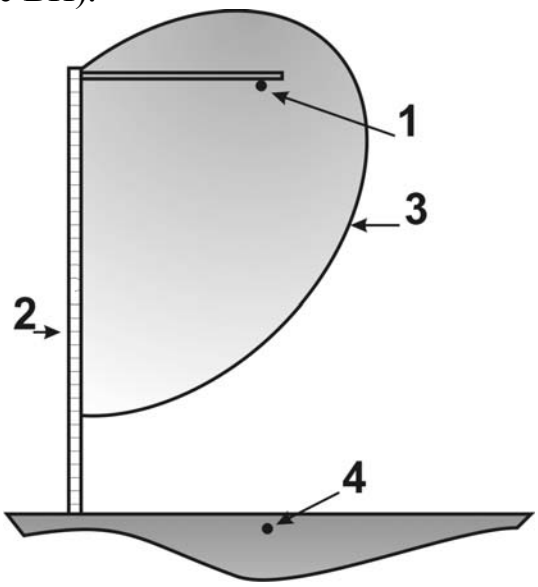

Рис. 4.2
4.6 При размещении ВП 1 вблизи проводящего заграждения 2 (металлической сетки, решетки, армированных панелей и т. д.), как показано на рис. 4.2, зона обнаружения 3 может концентрироваться между ВП 1 и заграждением 2, а нижний провод 4 может быть проигнорирован. Поэтому ВП ЧЭ необходимо отодвинуть от заграждения, чтобы расстояние от него до поверхности земли было меньше расстояния до заграждения.
4.15 При приближении ВП ЧЭ к проводящим заграждениям (из колючей проволоки или др.) ближе расстояния от ВП до НП, происходит деформация ЗО см. рис. 4.2.